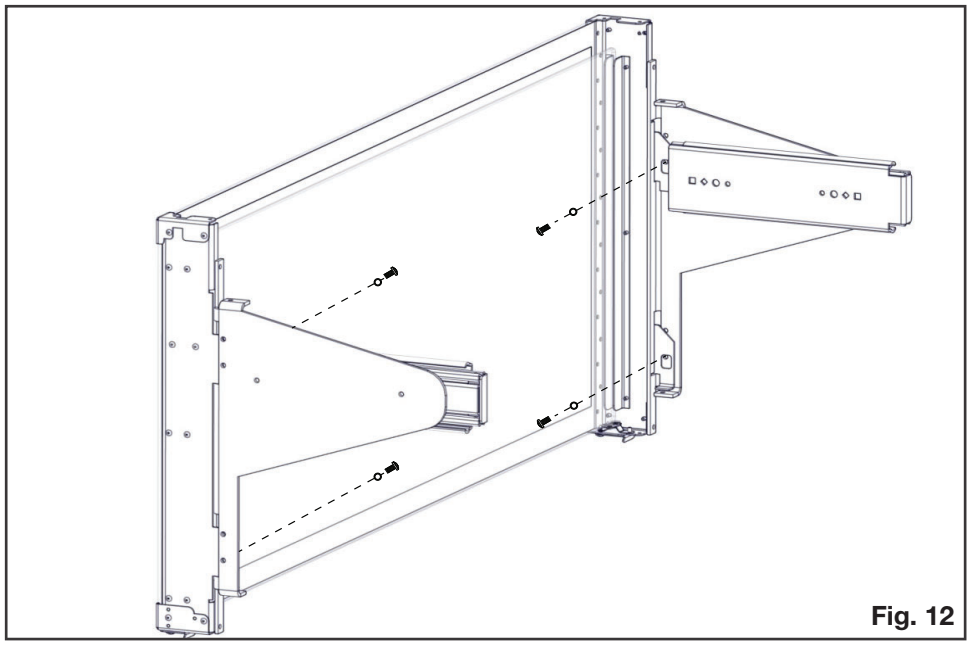

Fig. 12
9. Fixez le GGA-1 au moyen d'une attache et d'une rondelle en haut et au bas de chaque support coulissant (total de 4), en tenant le GGA-1 fermemant sur la surface de son support coulissant tout au long de l'étape **(Fig. 12)**. Serrez assez fermement pour que le GGA-1 tienne contre son support coulissant. Ne serrez pas complètement avant d'avoir terminé l'ajustement ni pendant l'installation finale du GGA-1.